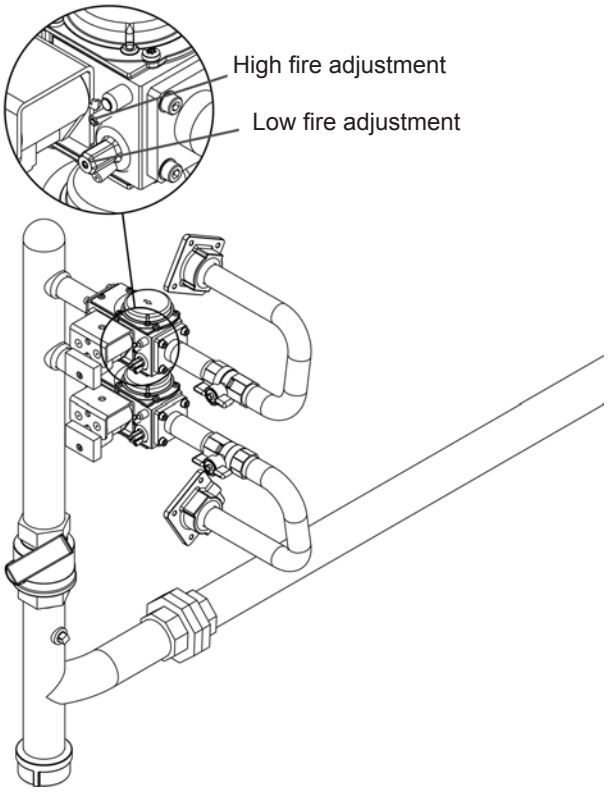

Fig. 98 – High and Low Fire Adjustments on Gas Valve - NT 1000
1. On the gas valve for the Primary burner on the boiler, locate the adjustments for the high fire CO_2 and low fire CO_2. See Fig. 98 and 99.